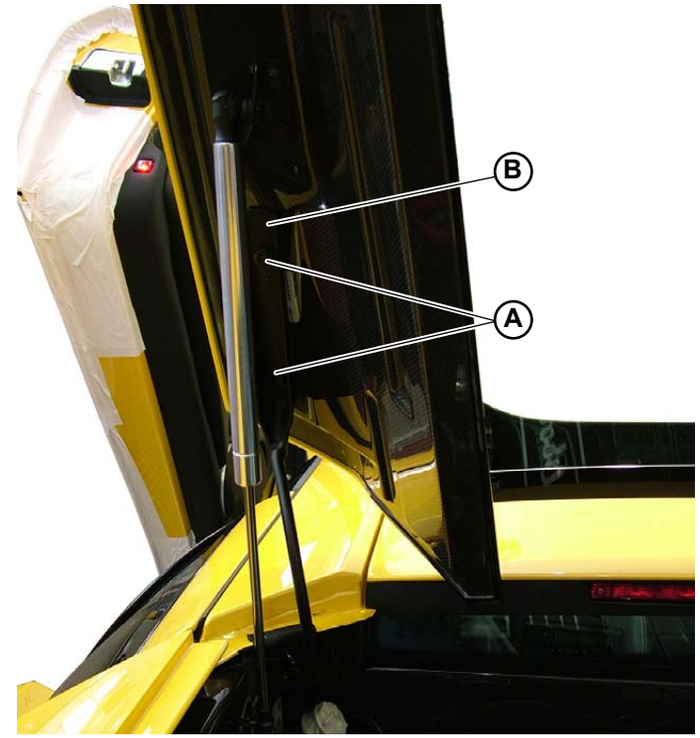

Fig.2
1. Unscrew the 4 screws (**A-Fig.2**) securing the 2 hinges (**B-Fig.2**) to the rear hood (2 screws for each hinge).